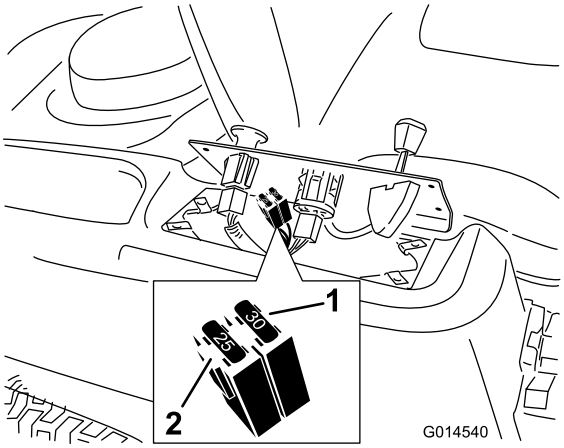

Figur 49
2. Løft opp kontrollpanelet for å få tilgang til hovedledningssatsen og sikringsblokken (Figur 49).
3. For å bytte en sikring, trekk sikringen ut for å fjerne den (Figur 49).